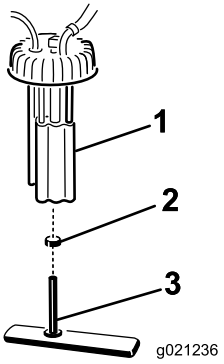

Figur 55
2. Koppla bort kablagekontakterna från bränslepumpen (Figur 55).
3. Ta bort bränslepumpen och bränslefiltret från tanken (Figur 55).
4. Ta bort klämman som fäster bränslefilterslangen vid bränslepumpsfästet. Ta bort slangen från fästet (Figur 55).